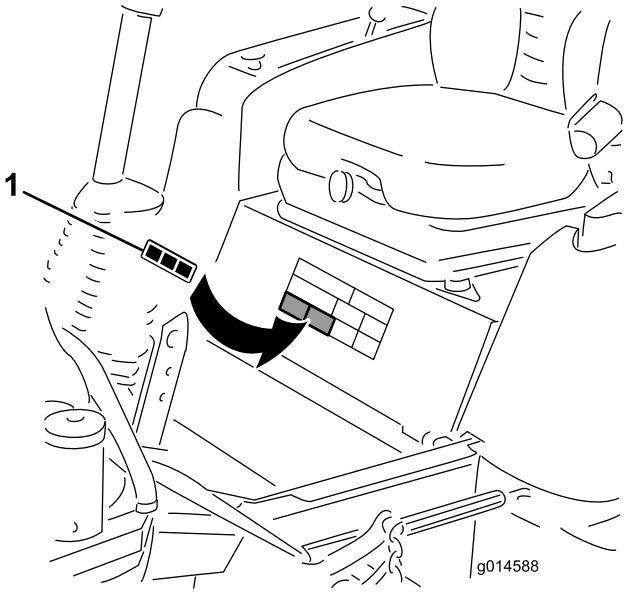

Figur 9
1. Rengør omhyggeligt området, hvor mærkatet skal påklæbes (Figur 9).